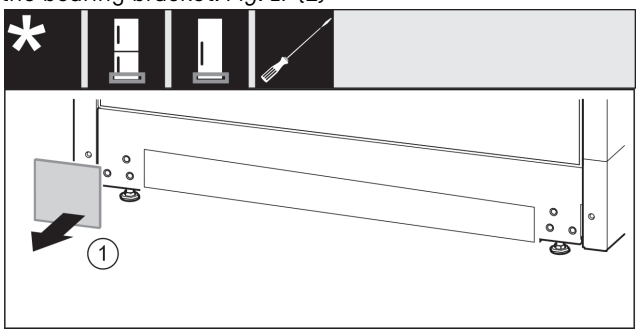

Fig. 18
- ▶ Remove the cover. *Fig. 18 (1)*